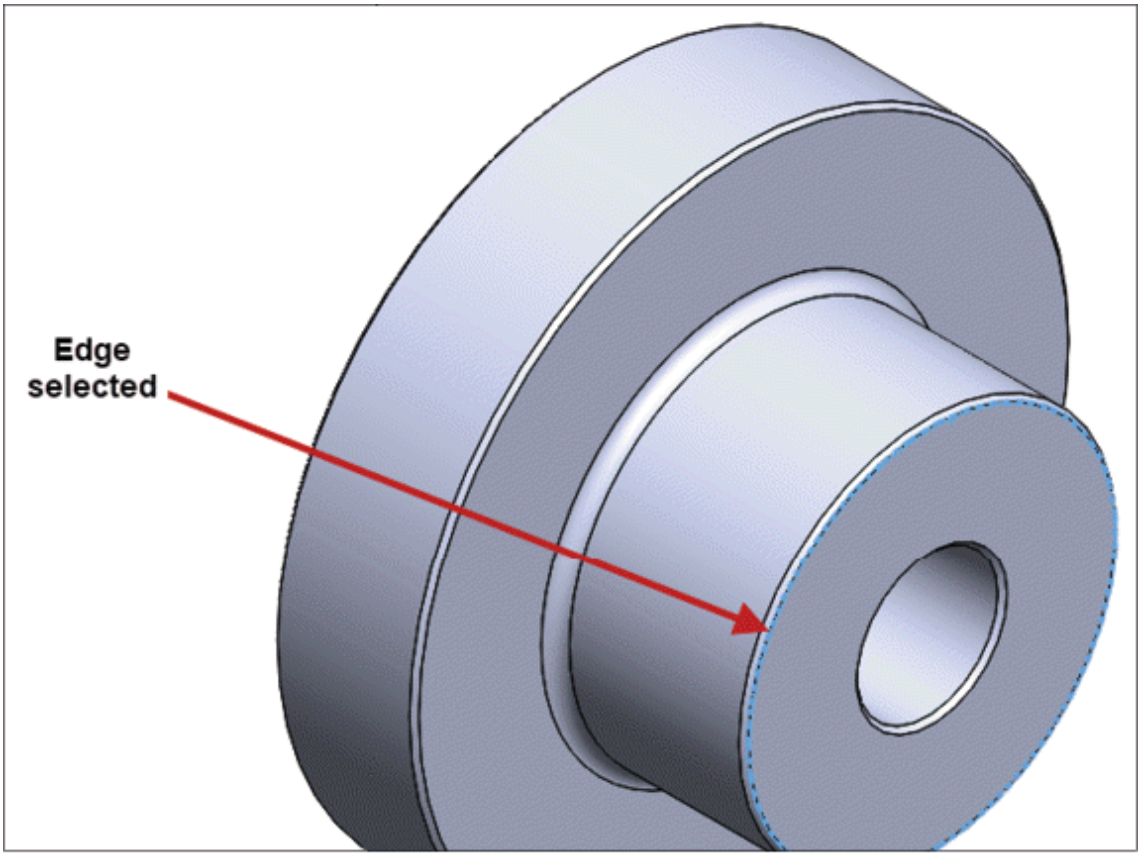

Figure-40. Edge selected for facing
- Select the edge of front face; refer to Figure-40. The **Lathe Face** dialog box will be displayed again.